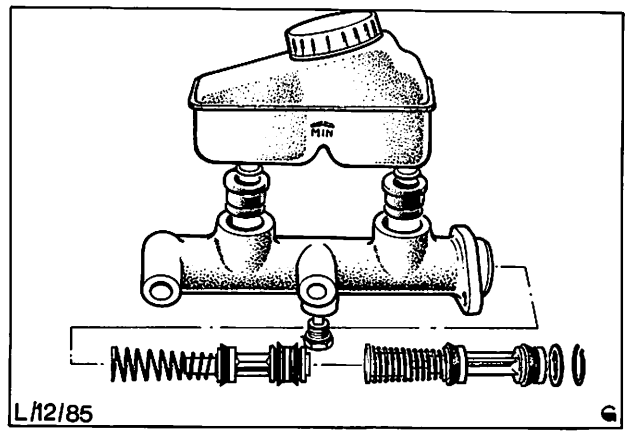

Abb. 56 Einzelteile – Hauptzylinder
6. Zylinderbohrung, Kolben und Manschetten, Abb. 56, mit sauberer Bremsflüssigkeit nach Ford-Spezifikation (siehe Technische Daten) dünn einschmieren.